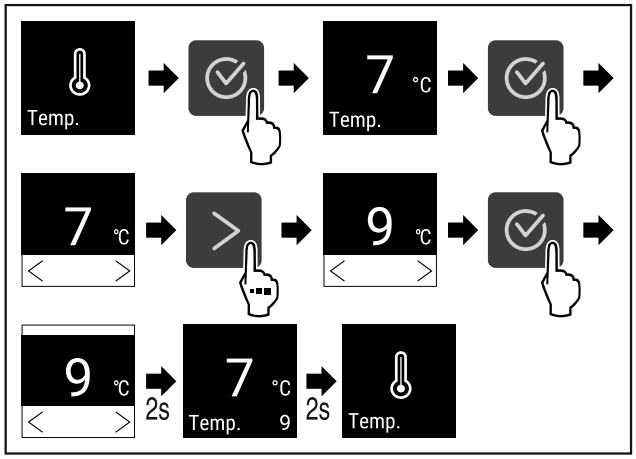

Fig. 67 Changement de température de 7°C à 9°C
▶ Suivre les étapes (voir Fig. 67) .